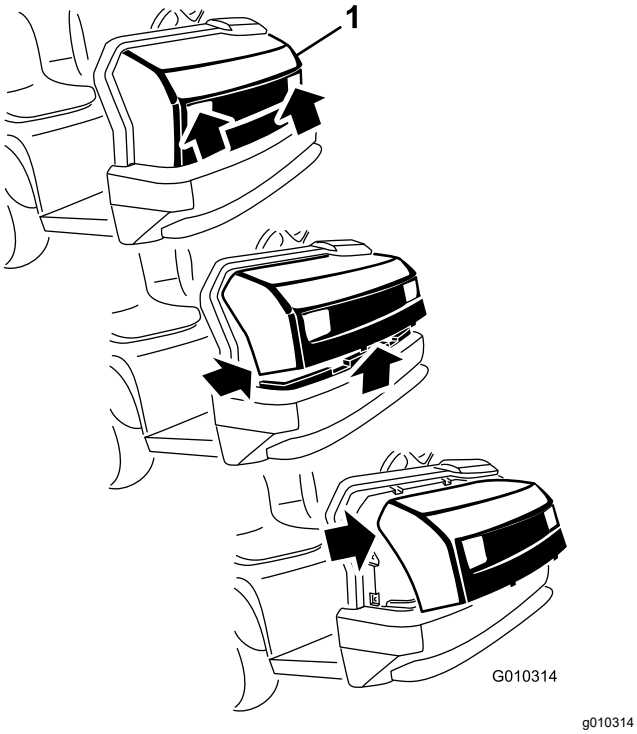

Figura 26
1. Sujete el capó por los orificios de los faros y levántelo para poder liberar las pestañas de montaje inferiores de las ranuras del bastidor (Figura 26).
2. Gire hacia arriba la parte inferior del capó hasta que pueda retirar las pestañas de montaje superiores de las ranuras del bastidor (Figura 26).
3. Gire hacia adelante la parte superior del capó y desenchufe los conectores de los cables de los faros (Figura 26).
2. Introduzca las pestañas de montaje superiores en las ranuras del bastidor (Figura 26).
3. Introduzca las pestañas de montaje inferiores en las ranuras del bastidor (Figura 26).